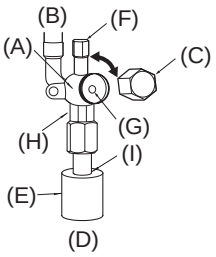

Fig. 4-5
4.5. Método de apertura de la válvula de retención (Fig. 4-5)